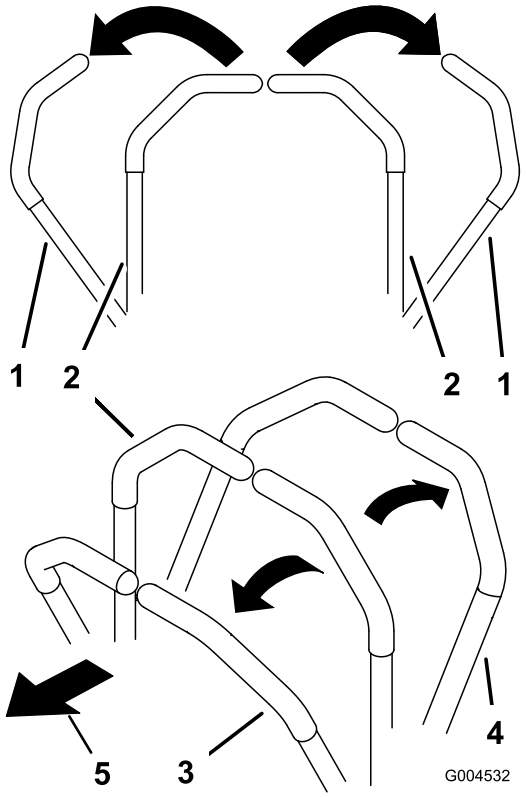

Figur 17
1. Flyt bevægelseshåndtagene (Figur 17) ud til den neutrale låseposition.
- Kør lige fremad ved langsomt at skubbe bevægelseshåndtagene fremad (Figur 17).
- Kør lige bagud ved langsomt at trække bevægelseshåndtagene bagud (Figur 17).
- Hvis du skal dreje, skal du sænke maskinens hastighed ved at trække begge håndtag bagud og derefter skubbe fremad på det håndtag, der sidder i den modsatte side af den, som du vil dreje til (Figur 17).